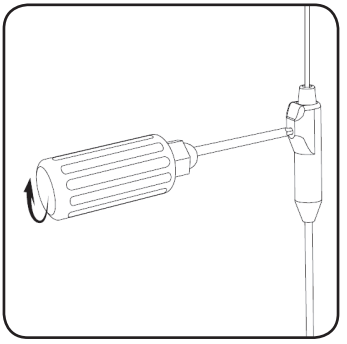

Figura 19. Asegure el electrodo apretando el tornillo de fijación en el sentido de las agujas del reloj sobre el manguito de retención.
5. Inserte completamente la llave dinamométrica en el orificio del bloque del conector de extensión percutánea. Apriete el tornillo de fijación girando la llave dinamométrica en el sentido de las agujas del reloj hasta que haga un clic (**Figura 19**).